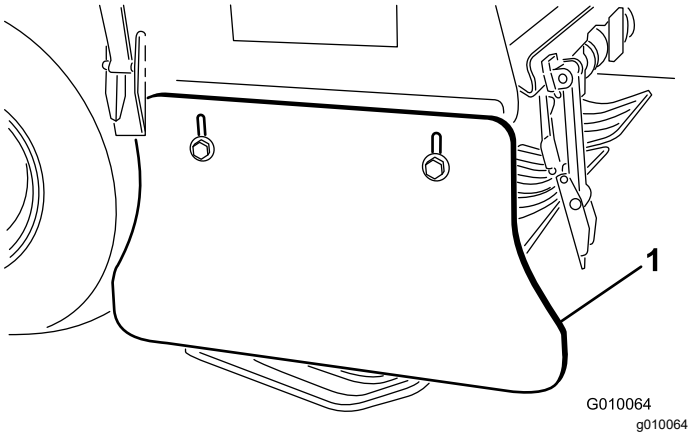

**Figure 67**
2. Loosen the bolts and nuts securing the side shield to frame (Figure 67).